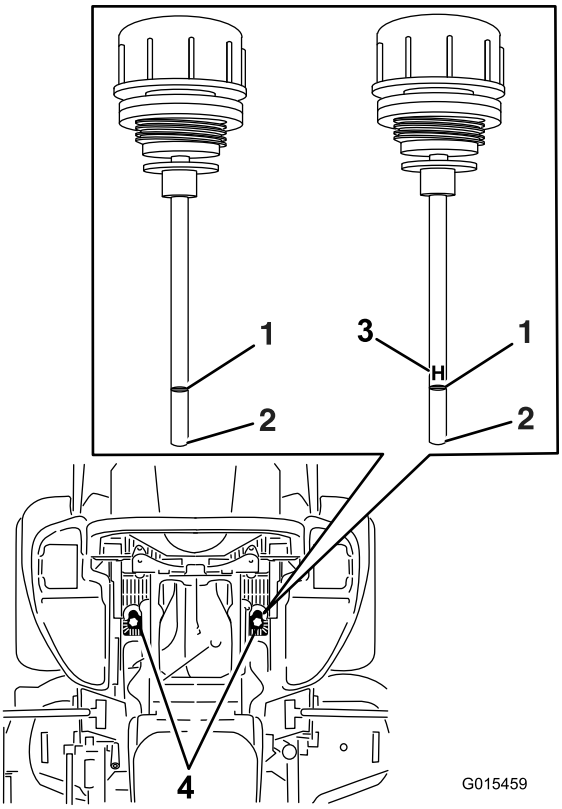

Figur 84
6. Rengjør området rundt peilepinnene på hydraulikksystembeholderne (Figur 84).
7. Ta ut en peilepinne fra hydraulikkbeholderen (Figur 84).
9. Dra ut peilestaven, og se på enden (Figur 84).